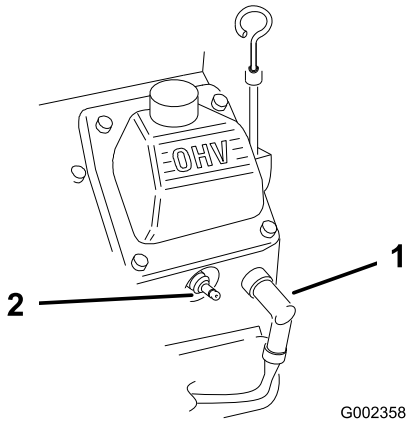

Figuur 26
2. Maak de bougiekabels los van de bougies (Figuur 26).